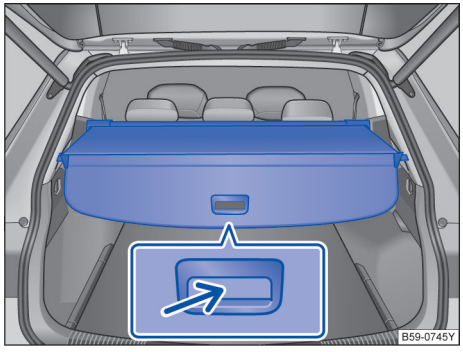

图 191 在行李厢中：已关闭的行李厢盖板 ▶
– 抓住把手→ 图 191（小箭头），向后拉动盖板并挂入侧面固定槽中。